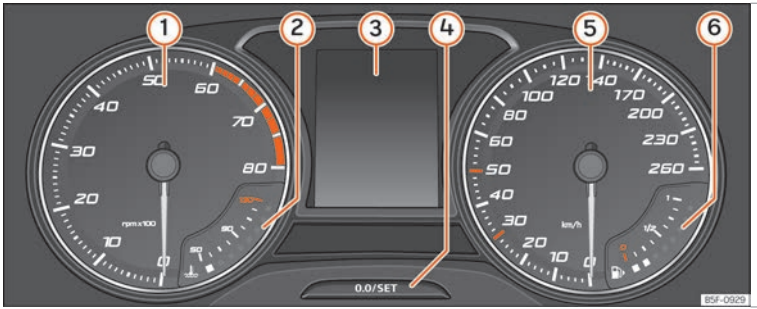

Fig. 67 Instrument panel, on dash panel.
Details of the instruments ››› Fig. 67:
- Briefly press the button 0.0/SET ››› Fig. 67 4 to reset the trip recorder to 0.